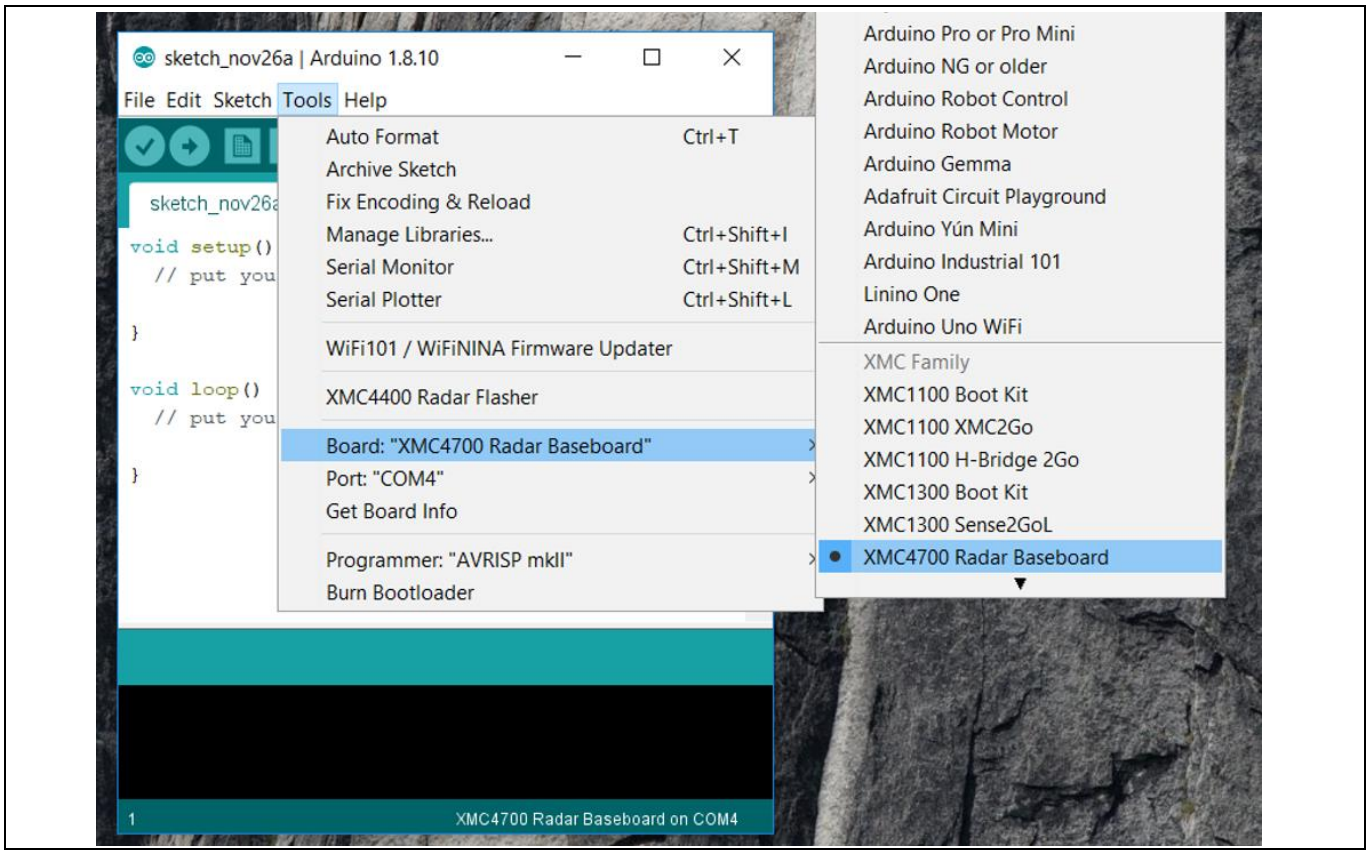

Figure 10 Selecting XMC baseboard
7. Once installation is completed, the XMC-based microcontroller boards can be found and selected under Tools > Board (Figure 10).
2. Navigate to *Tools* > *Board* > *XMC4700 Radar Baseboard* (as shown previously in Figure 10) to select the radar baseboard as the target kit.
8. Navigate to *Tools* > *Board* > *XMC4700 Radar Baseboard* (as shown previously in Figure 10) to select the radar baseboard as the target kit.